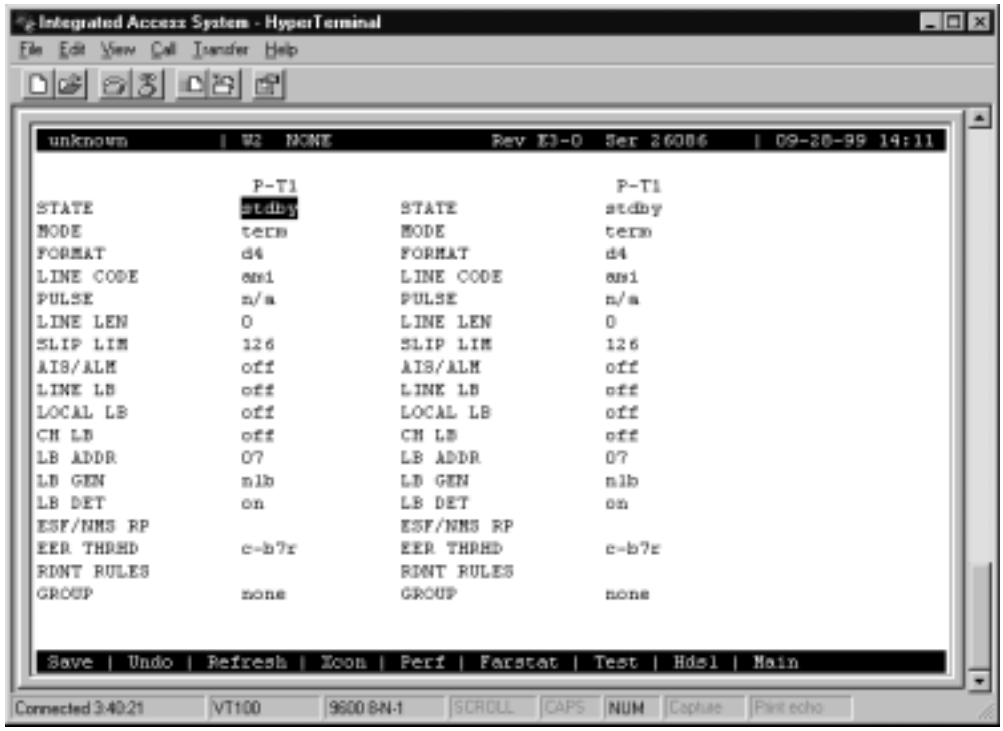

Figure 7-22.WAN HDSL Card Main Screen for PairGain T1/HDSL Modules
Figure 7-22 shows the WAN HDSL Card Main Screen for PairGain T1/HDSL operation. This example shows a WAN HDSL card with two PairGain T1/HDSL (821) modules. The P-T1/P-T1 Modules for T1 operation have identical configuration parameters, which you must set on the WAN Card Main Screen. To go to that screen select the desired WAN card on the System Main Screen, then press <Enter>.